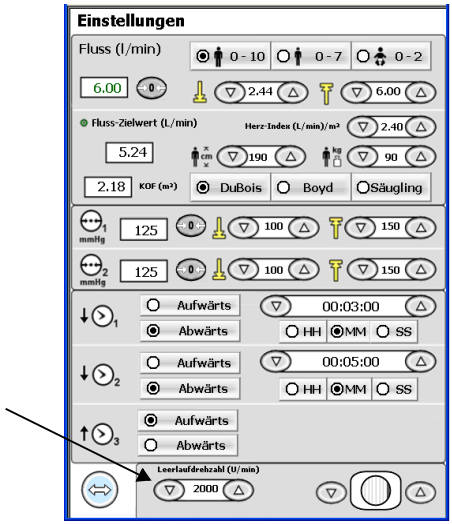

Abbildung 6-13. Festlegen der Leerlaufdrehzahl
1. Wechseln Sie zum Einstellbildschirm (siehe Abbildung 6-13).